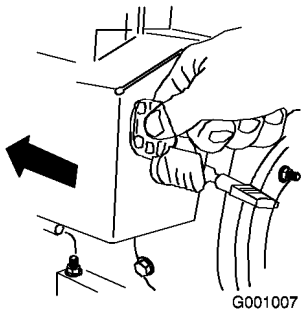

Figur 28
5. Sett inn tenningsnøkkelen (Figur 28).